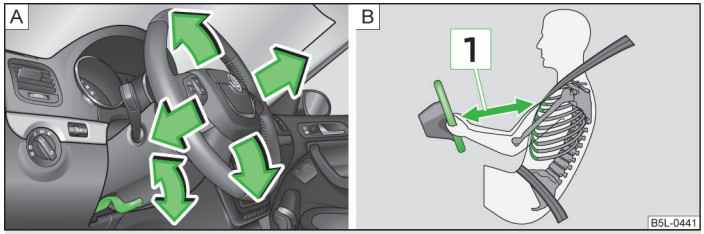

Fig. 101 **Adjustable steering wheel: Lever next to the steering column/safe distance to the steering wheel**
- Adjust the steering wheel so that the distance 1 between the steering wheel and your chest is at least 25 cm » Fig. 101 on page 117. Not maintaining this minimum distance will mean that the airbag system will not be able to properly protect you – hazard!
› Pull the lever below the steering wheel down » Fig. 101 - A.